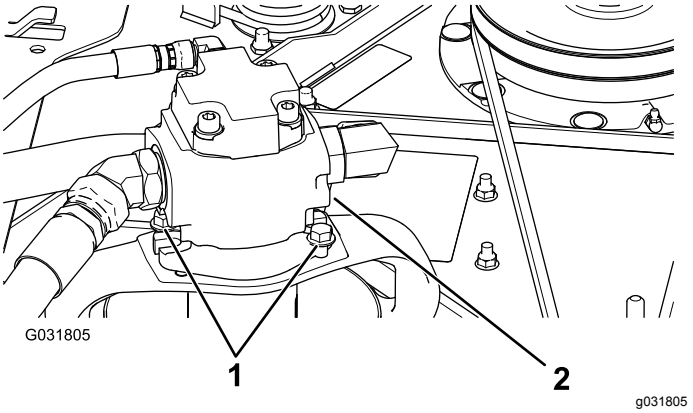

Figur 115
5. Avlägsna de skruvar som fäster hydraulmotorn på klippdäcket (Figur 115).
3. Avlägsna de bultar som fäster hydraulmotorn på klippdäcket (Figur 115).